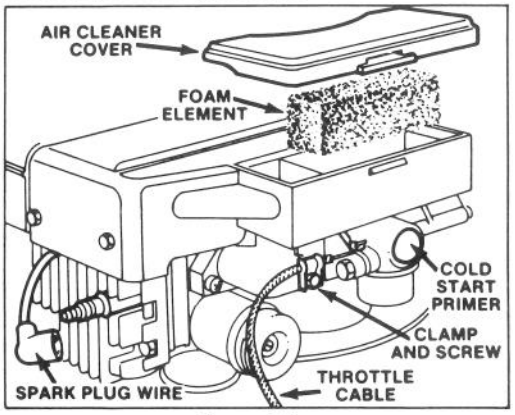

Figure 11
Before starting engine when temperature is below 50 F (10 C), push cold start primer 5 times (Fig. 11), pausing 2 seconds between each push.
1. Stop engine and pull wire off spark plug (Fig. 11).
2. Remove air filter cover and clean (Fig. 11).
3. Inspect air cleaner element (Fig. 11). If necessary remove and clean.
3. Loosen cable clamp screw until throttle cable is free to slide (Fig. 11).
4. Move carburetor control arm to the left until it contacts grounding bracket (Fig. 11). Pull throttle cable slightly to remove any slack, and tighten the cable clamp screw to lock the adjustment in place.